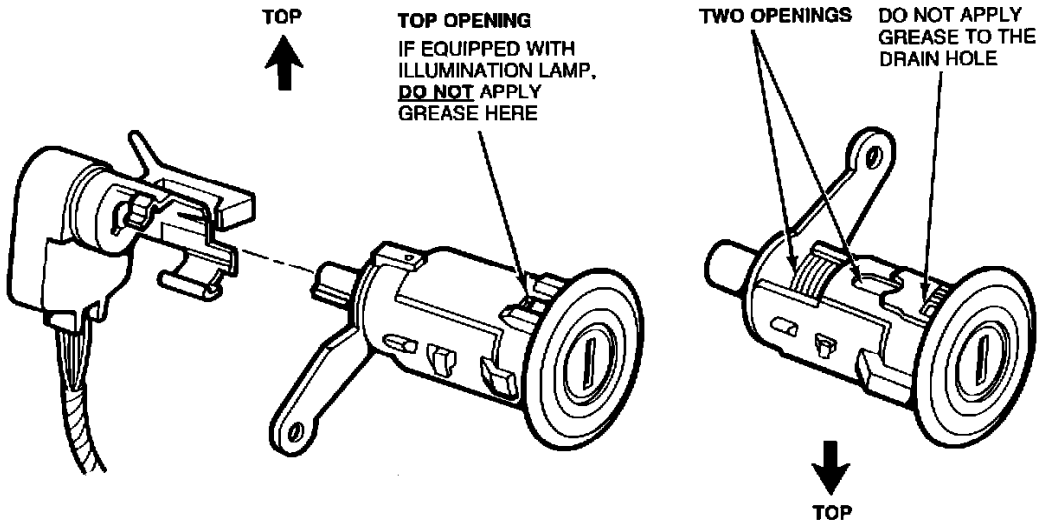

Figure 1
3. Apply lock lubricant (D8AZ-19587-AA) into the two openings shown in Figure 1.